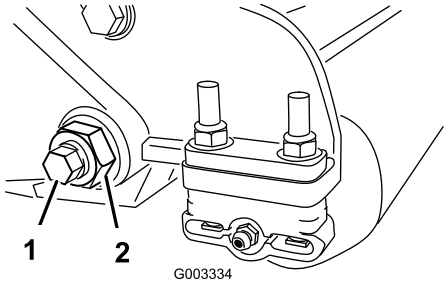
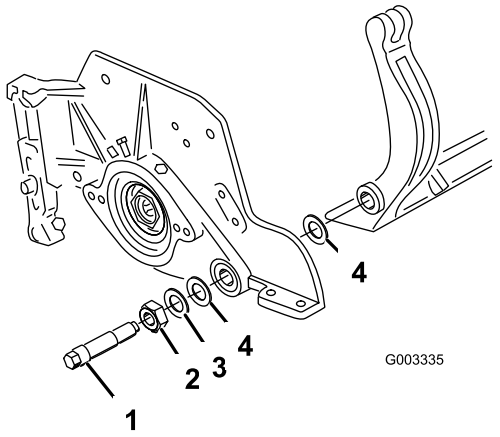

Figur 26
Figur 27
3. Lossa kontramuttern som fäster låsmuttern till underknivsstången på vardera sidan av maskinen (Figur 26).
4. Ta bort bulten till underknivsstången så att denna kan dras nedåt och avlägsnas från maskinen (Figur 26). Beräkna 2 nylonbrickor och 1 bricka av stansat stål på vardera änden av underknivsstången (Figur 27).
2. Fäst underknivsstången till vardera sidoplattan med tillhörande bultar (muttrar på bultar) och 6 brickor. En nylonbricka placeras på vardera sidan om sidoplattans nav. Placera en stålbricka på utsidan av varje nylonbricka (Figur 27). Dra åt underknivsstångens bultar till 37–45 Nm. Dra åt låsmuttrarna tills den yttre stålbrickan slutar att rotera och spelet försvinner, men dra inte åt för hårt och böj inte sidoplåtarna. Det kan finnas ett mellanrum vid brickorna på insidan.